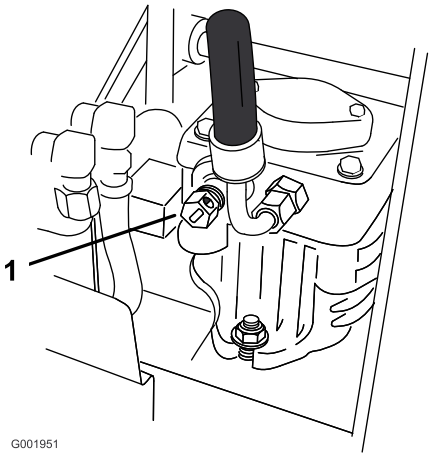

Figura 13
2. Abra la válvula de desvío de ambas bombas girándola 1 o 2 vueltas en sentido antihorario (Figura 13).